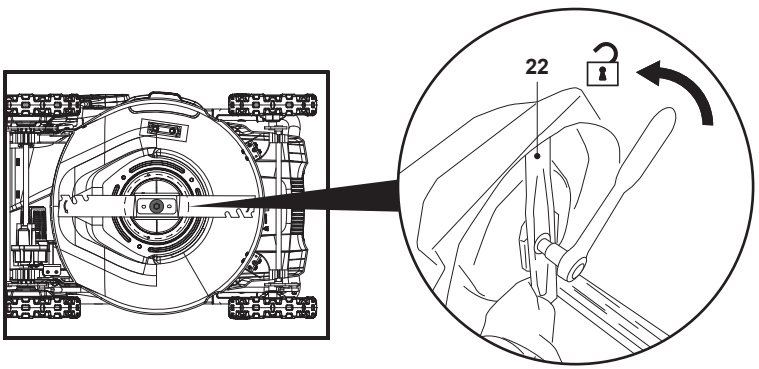

Fig. 22
REMARQUE : Si une clé manuelle est utilisée à la place d'une clé à chocs électrique, la lame de coupe (24) doit rester fixe pendant le desserrage du boulon. Porter des gants résistants et saisir fermement la lame. Utiliser un morceau de bois de taille appropriée pour bloquer la rotation de la lame si nécessaire (Fig. 22).